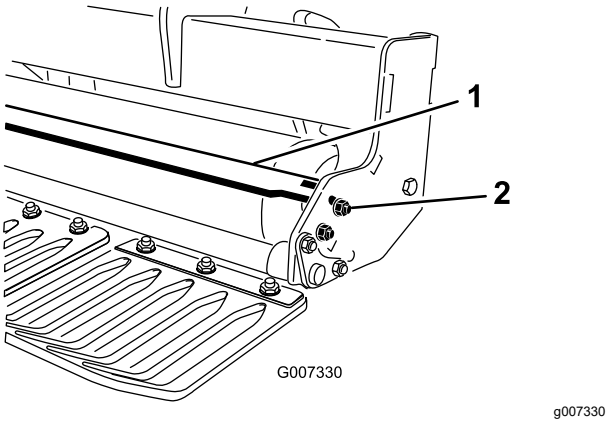

Figura 16
1. Afloje las fijaciones que sujetan cada extremo del rascador a la pestaña del rascador de rodillo (Figura 16).